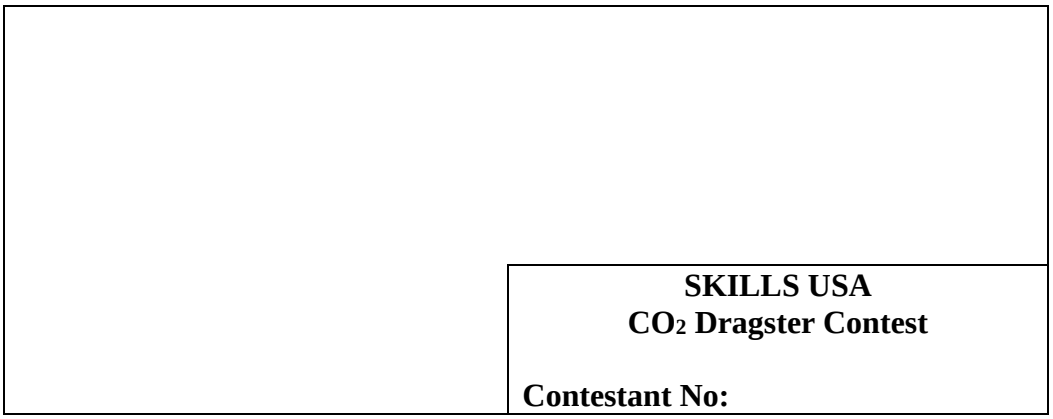

Figure 1
e. Title block will include a space to enter the contestant number which will be assigned during your SkillsUSA chapter's registration. Record your contestant number (assigned upon registration) in this block prior to turn-in of your car and drawing. (See Figure 1 for example of sheet layout).